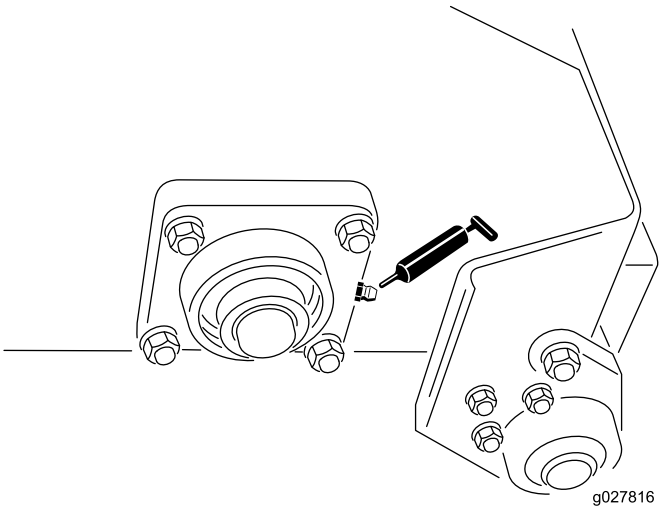

Figura 8
- Cojinetes del rotor de los dedos (2) (Figura 8)